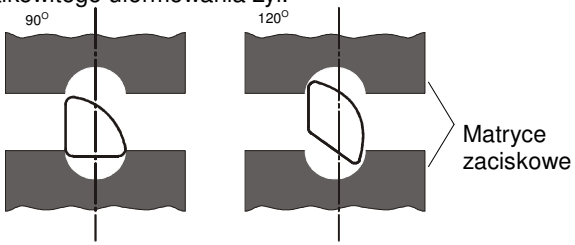

Rys.3. Formowanie sektorowych żył Al na okrągło.
- Wprowadzić odizolowaną żyłę aluminiową pomiędzy matryce (Rys. 3)